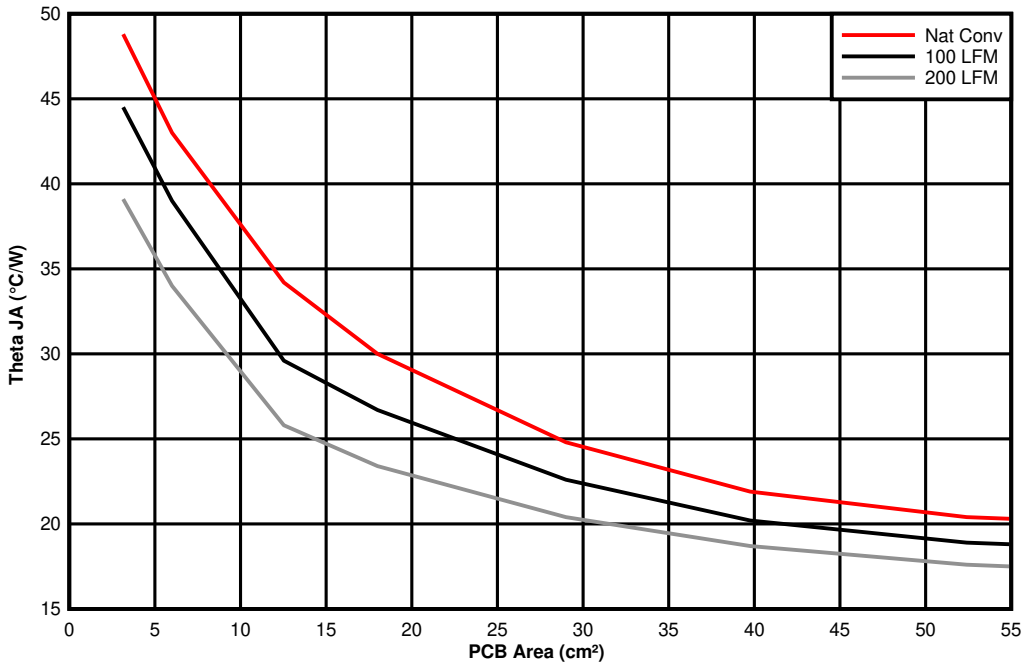

図 10-5. θ_{JA} vs PCB Area
The amount of PCB copper as well as airflow effects the thermal performance of the device. 図 10-5 shows the effects of copper area and airflow on the junction-to-ambient thermal resistance ($R_{\theta JA}$) of the TPSM560R6. The junction-to-ambient thermal resistance versus PCB area is plotted for a 4-layer PCB.
3. Reference 図 10-5 to determine the minimum required PCB area for the application conditions.